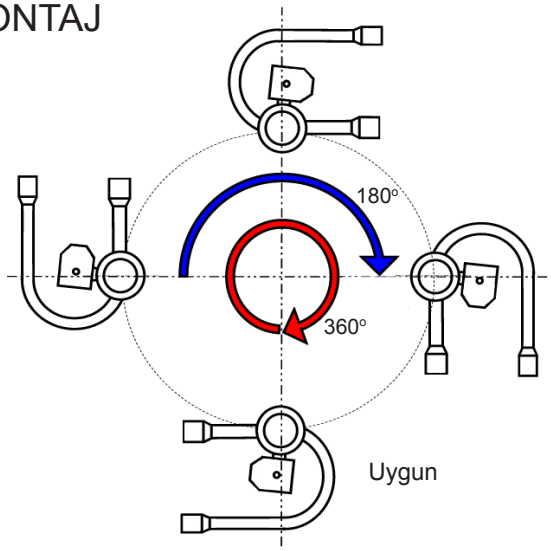

Fig. 1
a. Yatay pozisyonda, CHV ve VHV serilerinin 25, 30, 40, 50, 60 modellerinin açısı 0° - 180° arası olmalıdır. Diğer vana tipleri için 0° - 360° arası hergangi bir açı uygundur (Fig.1).